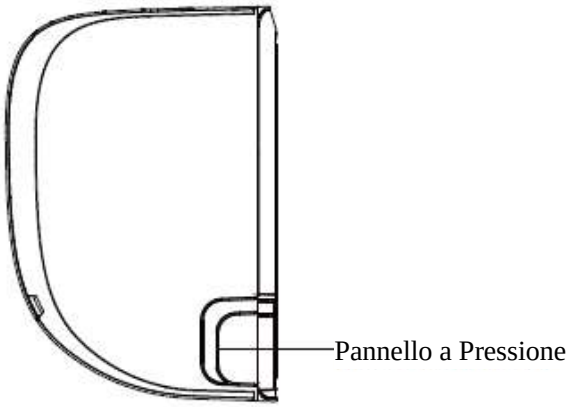

Fig. 3.3
2. Se il foro a muro è dietro l'unità, tieni il pannello a pressione al suo posto. Se il foro a muro è sul lato dell'unità interna, rimuovi il pannello a pressione di plastica dal lato dell'unità. (Vedi Fig. 3.3) Ciò creerà una fessura attraverso la quale la tubatura potrà uscire dall'unità. Usa delle pinze se il pannello di plastica è troppo difficile da rimuovere con le mani.